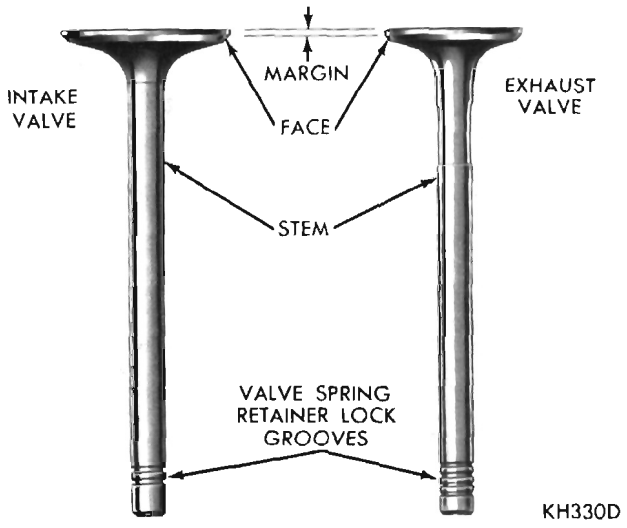

Fig. 17—Intake and Exhaust Valves
(2) Inspect the remaining margin after the valves are refaced (Fig. 17). Valves with less than 3/64 inch margin should be replaced.